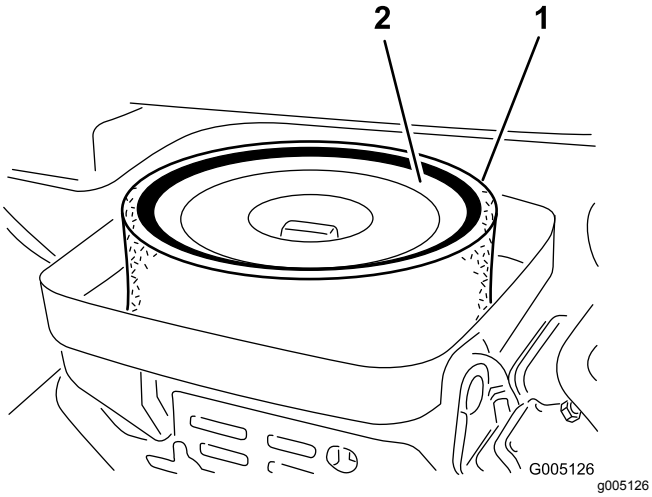

Figur 32
3. Fjern vingemøtrikken, der fastholder elementerne på selve luftfilteret (Figur 32).
4. Hvis skumindsatsen er snavset, skal det fjernes fra papirindsatsen (Figur 32). Rengør det grundigt som følger: